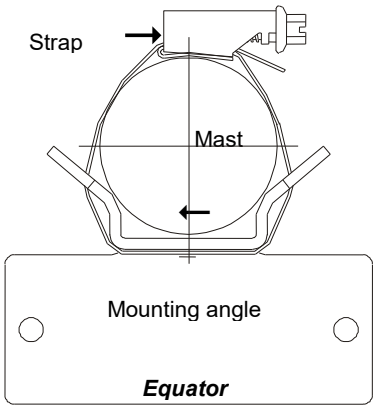

Figure 3: Strap, Mast, Mounting angle.
First, the mounting angle should be fastened at the mast. Because of the shading effect of the mast, the angle should be mounted at the highest possible place. Align the angle to the north acc. to **Figure 3** (± 1°, Northern hemisphere), and fasten it at the top of the mast. It is advisable to have a second person holding the Disdrometer during the mounting.
3. Put the free end of the prepared clamp around the mast and the mounting angle, and screw it on (**Figure 3**).